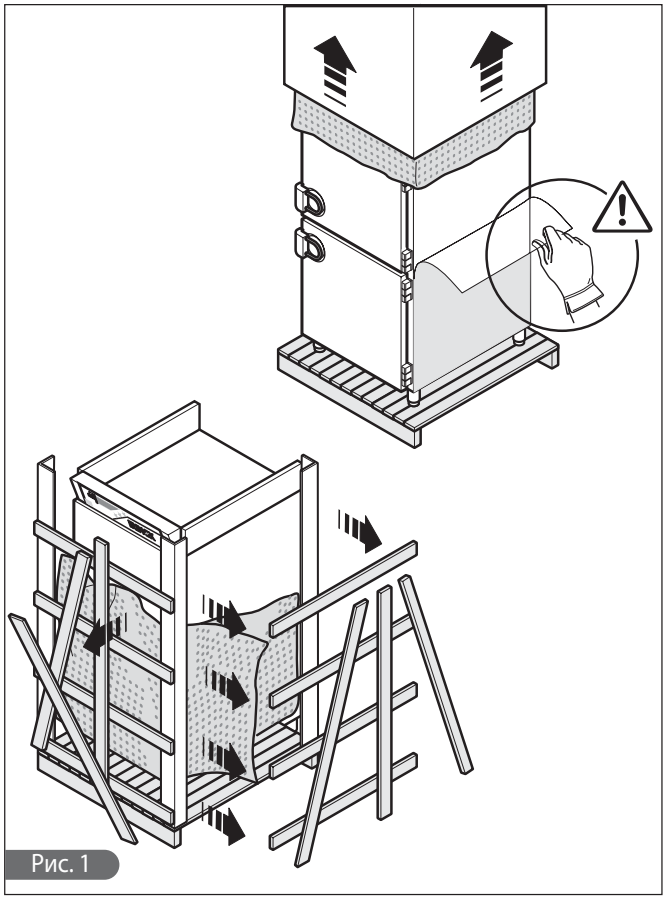

Рис. 1
- Снять со всех сторон защитную пленку из ПВХ (Рис.1).